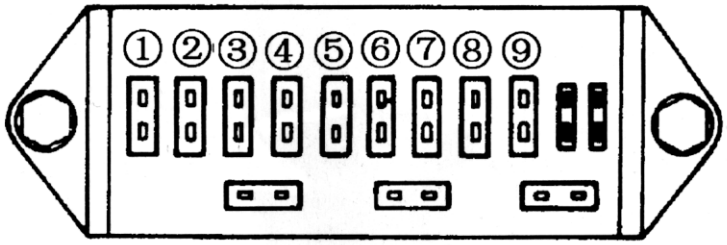

Рис. 1-29.
3. Блок предохранителей (Рис. 1-29)
Блок предохранителей (Рис. 1-29)